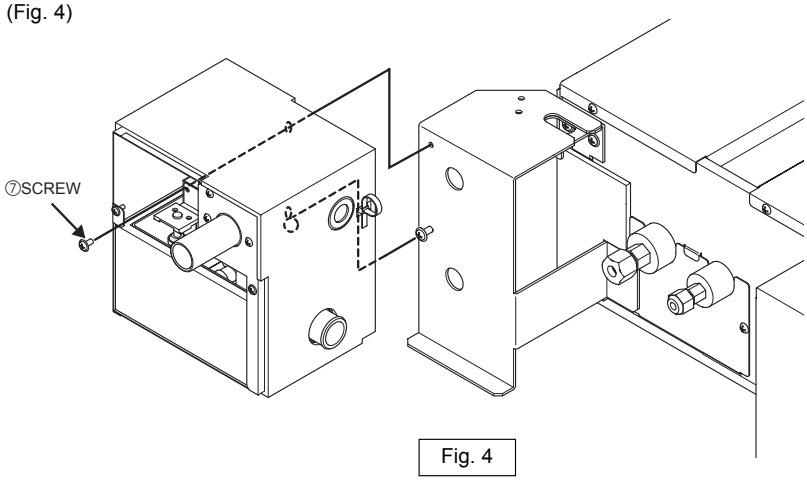

Fig. 4
(4) Hang the ①DRAIN PUMP on the ②ATTACHMENT by placing the ⑦SCREW (the one screwed in during Step (2) above) through the Figure-8 hole on back of the ①DRAIN PUMP, and then tighten the ⑦SCREW from inside the ①DRAIN PUMP. (Fig. 4)